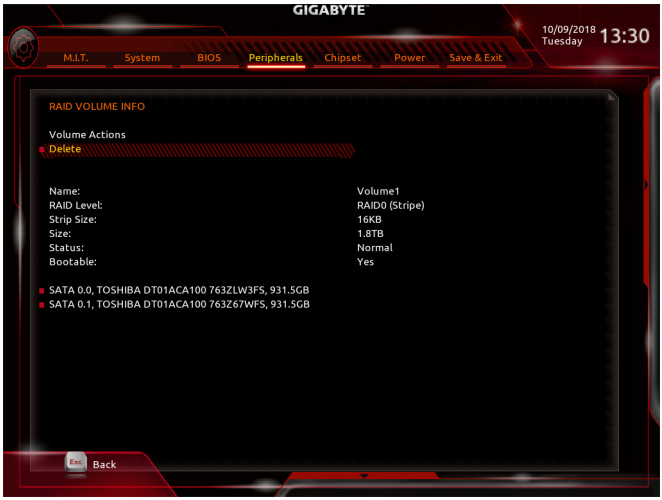

図 11
完了すると、**Intel(R) Rapid Storage Technology** 画面に戻ります。**RAID Volumes** に新しい RAID ボリュームが表示されます。詳細情報を見るには、ボリューム上で <Enter> を押して RAID レベルの情報、ストライプブロックサイズ、アレイ名、アレイ容量などを確認します (図 11)。